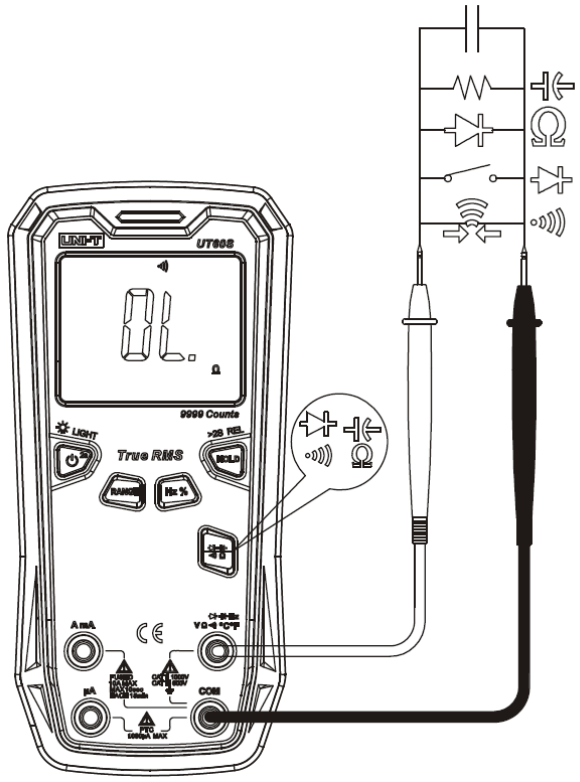

Figura 3
2. Medição da Resistência (Figura 3)
3. Teste de Continuidade (Figura 3)
4. Teste de Díodos (Figura 3)
5. Medição da Capacitância (Figura 3)